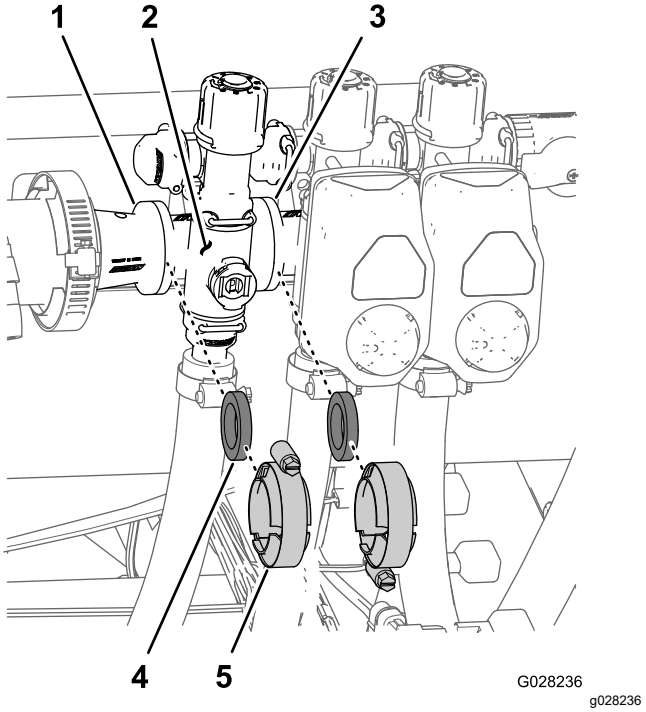

Figuur 74
1. Verwijder de klemmen en pakkingen waarmee de verdeler voor de spuitboomklep (Figuur 74) bevestigd is aan de aangrenzende spuitboomklep (indien linker spuitboomklep en verloopkoppeling).